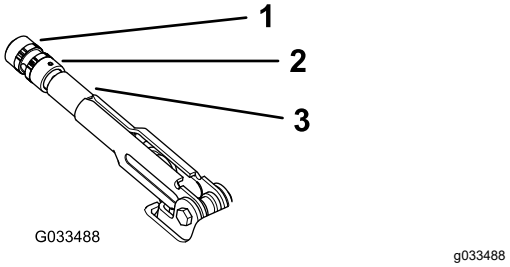

Figura 53
2. Afloje el tornillo de fijación que sujeta el pomo a la palanca del freno de estacionamiento (Figura 53).
3. Gire el pomo (Figura 53) hasta que se requiera una fuerza de 20–22 kg (45 – 50 libras) para accionar la palanca.
4. Apriete el tornillo de fijación cuando termine (Figura 53).